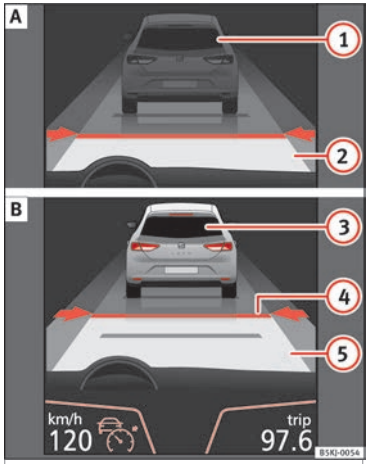
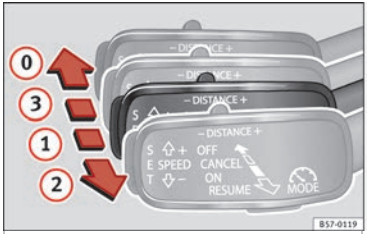
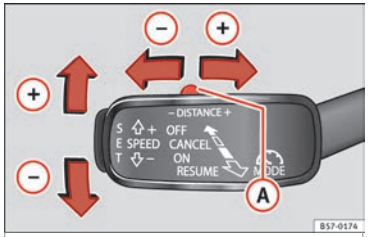

Fig. 196 En la pantalla del cuadro de instrumentos: (A) ACC inactivo (Standby). (B) ACC activo.
Fig. 198 A la izquierda de la columna de la dirección: tercera palanca para manejar el control adaptativo de velocidad.
Fig. 199 A la izquierda de la columna de la dirección: tercera palanca para manejar el control adaptativo de velocidad.
Indicaciones en la pantalla ››› **fig. 196**:
Cuando el control adaptativo de velocidad (ACC) está conectado, en el cuadro de instrumentos se ilumina el testigo de control verde ⏲ y en la pantalla se muestra la velocidad programada y el estado del ACC ››› fig. 196.
Una vez iniciada la marcha, si se desea establecer la velocidad actual como velocidad de crucero del vehículo y activar el ACC, pulse la tecla **SET** ››› fig. 199. En caso de que se desee incrementar o disminuir la velocidad en intervalos de 1 km/h (0,6 mph), desplace la palanca hacia la posición (2) ››› fig. 198 o pulse la tecla **SET** respectivamente.
La velocidad programada puede modificarse con el vehículo detenido o durante la conducción según se desee. Cualquier modificación en la velocidad programada se visualizará en la parte inferior izquierda de la pantalla del cuadro de instrumentos ››› fig. 196.
Para aumentar o reducir el nivel de distancia pulse la tecla basculante hacia la derecha/izquierda ››› fig. 199 (A).
• Para activar el ACC, con la tercera palanca situada en la posición (1) se debe pulsar la tecla **SET** o se debe desplazar la tercera palanca del ACC hasta la posición (2) ››› fig. 198. En ese momento la imagen del ACC en la pantalla del cuadro de instrumentos pasará a modo *Activo* ››› fig. 196.
Para desconectar el ACC desplace la palanca a la posición (0) ››› fig. 198 (encastrada). En ese momento aparece el texto **ACC desactivado** y la función queda completamente desactivada.
Si no se desea desconectar el ACC sino pasarlo de forma temporal a modo inactivo (Standby), desplace la tercera palanca a la posición (3) ››› fig. 198 o pise el pedal del freno.